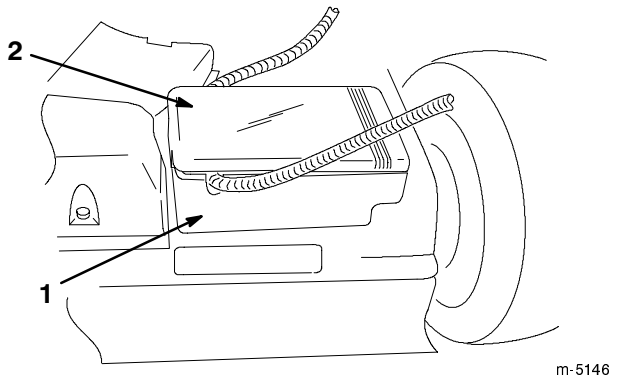

**Figure 5**
**1.** Remove the battery box cover (Fig. 5).